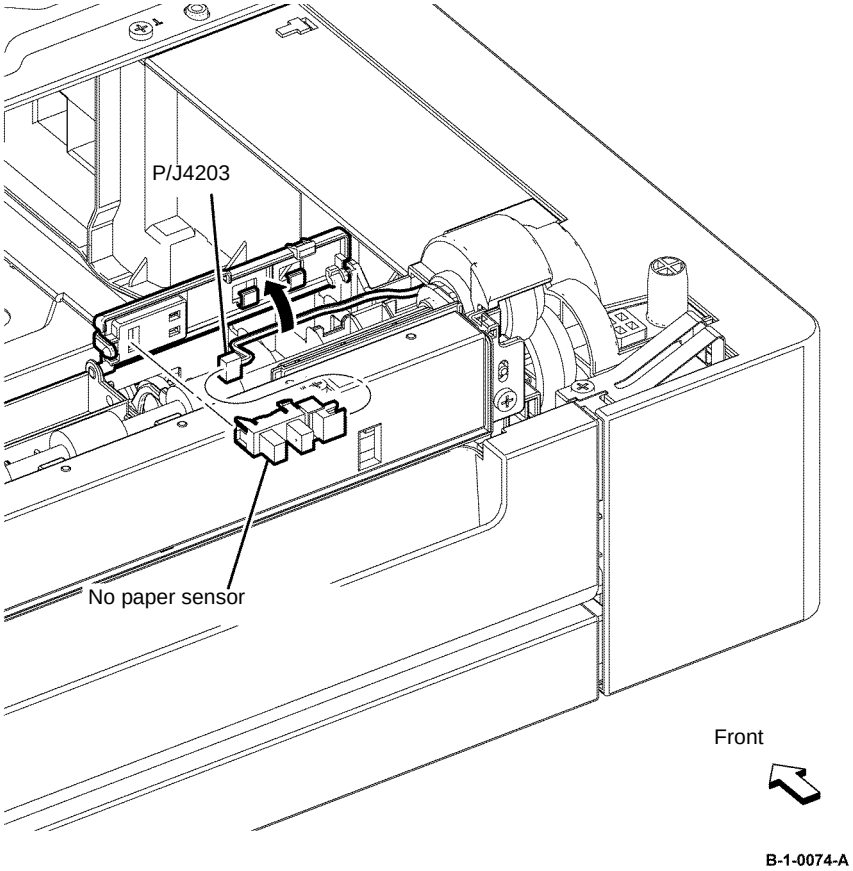

Figure 1 Option feeder no paper sensor removal
2. Remove the harness from the clamp, Figure 1.
3. Disconnect PJ4203, then remove the option feeder no paper sensor, Figure 1.